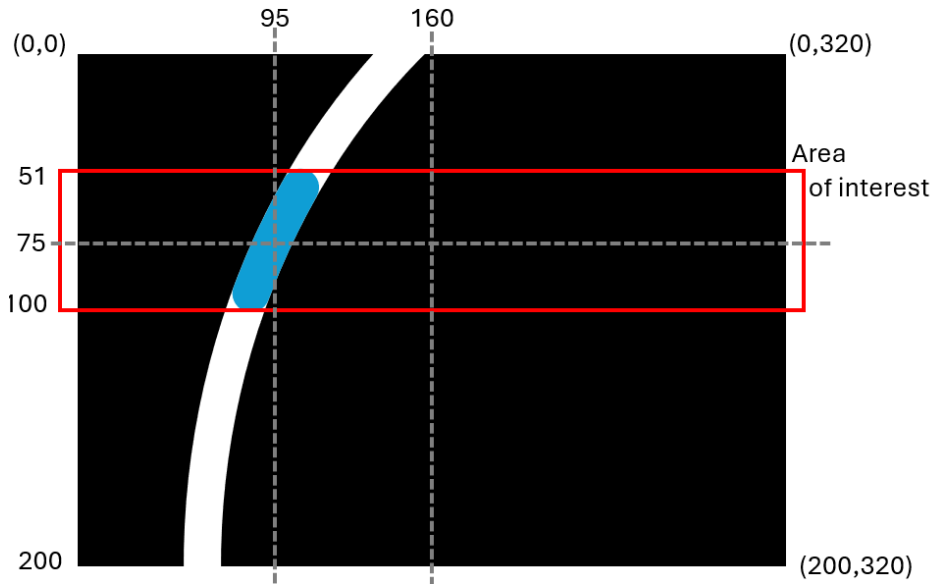

Figure 4. Image with the blob of interest in blue.
2. Using the `ctr` output (center of the blob) from the **Image Find Objects** block, find the error representing the difference between the center of the line and the center of the camera feed. Consider the image is 320 pixels wide and you want the distance between the blob center and the image center. Figure 4 will help you visualize this.
3. Find the error angle of the blob center based on the bottom center of the image. Use Figure 4 as a reference to find the correct geometric function to use. The angle error angle will be used for determining the turn speed command for the QBot.